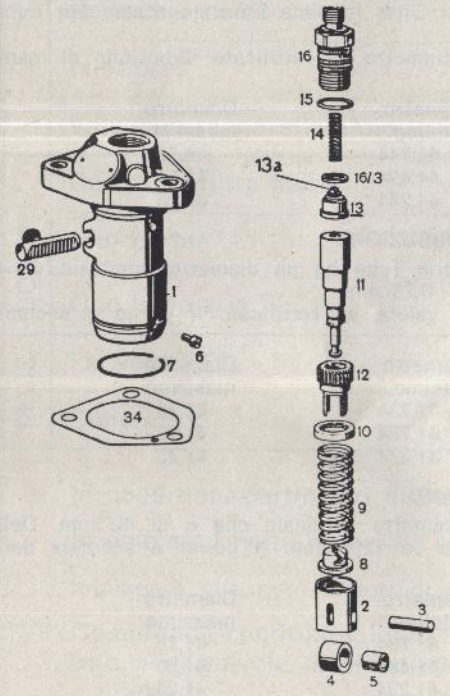

Fig. 16
1) Si svita il raccordo per il tubo di mandata sulla pompa (Fig. 16 n. 16) si toglie la valvola di mandata (n. 13a) (ma non la sua sede) si collega il serbatoio alla pompa iniezione. Pomello acceleratore in posizione di max e supplemento disinserito.